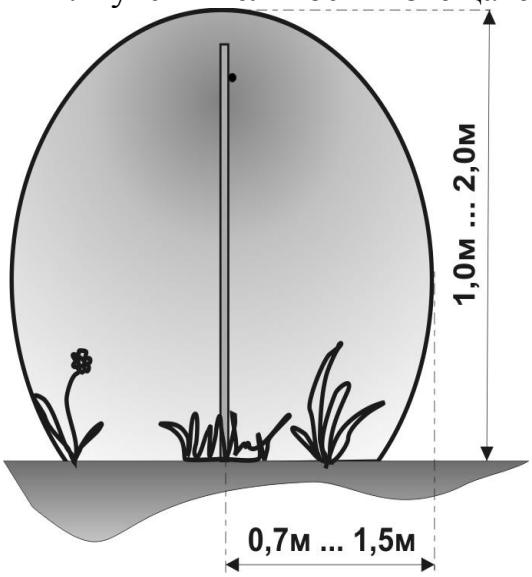

Рис. 4.1
4.3 При монтаже на открытой местности (см. рис. 4.1), когда ЗО формируется вдоль поверхности земли, ВП располагается на высоте не более 1,8 м от поверхности земли, НП на 5…10 см вкапывается в землю, либо размещается непосредственно на поверхности земли, либо на необходимой с тактической точки зрения высоте. В качестве ВП должен быть использован медесодержащий провод, обладающий достаточной прочностью и стойкостью, например, типа П-274 (275, 276) или неизолированный биметаллический, например, БСМ-1. НП может быть типа П-274 (275, 276) или другой медесодержащий, обладающий достаточными прочностью, стойкостью и изоляционными свойствами.При размещении НП на диэлектрических консолях, при отсутствии непосредственного контакта с землей, заграждением и т. п., он также как и ВП может не иметь изоляционного покрытия. Допускается изготовление ЧЭ из провода типа П-274 путем развивки.